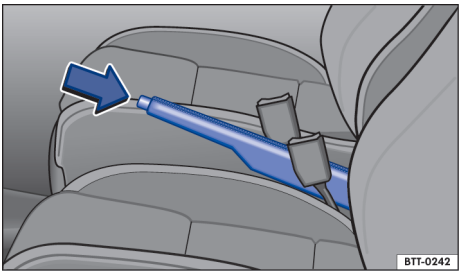

Fig. 100 Entre os bancos dianteiros: alavanca do freio de estacionamento.
– Puxar a alavanca do freio de estacionamento para cima com o botão bloqueador pressionado → Fig. 100 (seta).
– Puxar a alavanca do freio de estacionamento um pouco para cima e pressionar o botão bloqueador → Fig. 100 (seta).